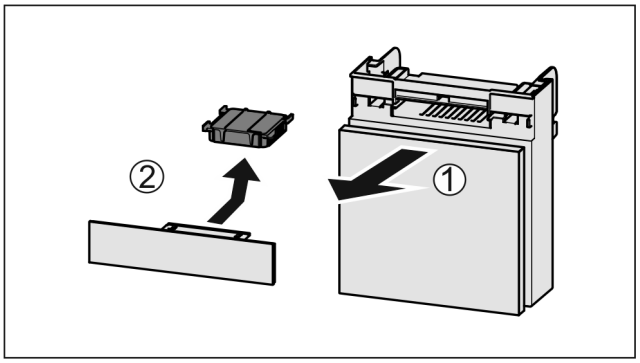

Fig. 207
▶ Pull out the compartment *Fig. 207 (1)*.
▶ Remove the carbon filter *Fig. 207 (2)*.